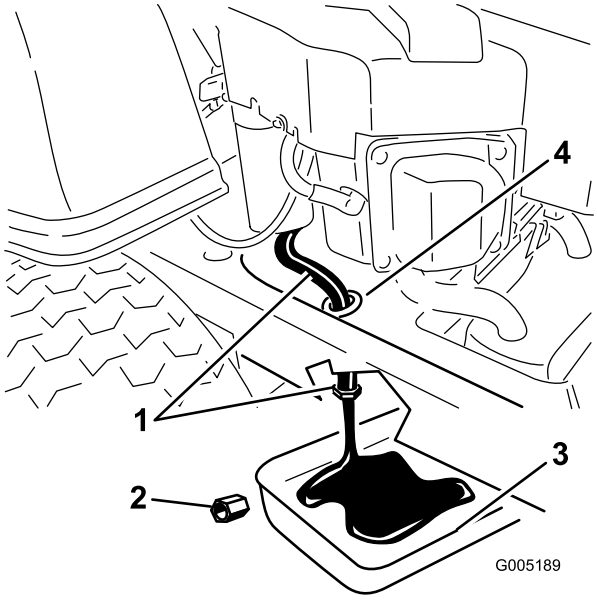

Figur 29
5. Lokalisera oljetömningsslangen på motorns vänstra sida. Avtappningspluggen sitter fast i en tömningsslang som är dragen genom ett tömningshål i maskinens ram (Figur 29). Rengör området runt avtappningspluggens huv och oljetömningsslangen.
6. Placera ett kärl under maskinen, direkt under oljetömningsslangen, så som det visas i Figur 29.
7. Använd två skiftnycklar (en för att hålla oljetömningsslangen och en för att lossa på pluggen) för att ta bort avtappningspluggen (Figur 29).
13. Sätt tillbaka avtappningspluggen när oljan har tömts ut helt. Dra åt pluggen till 14 Nm. Torka av överflödig olja (Figur 29).